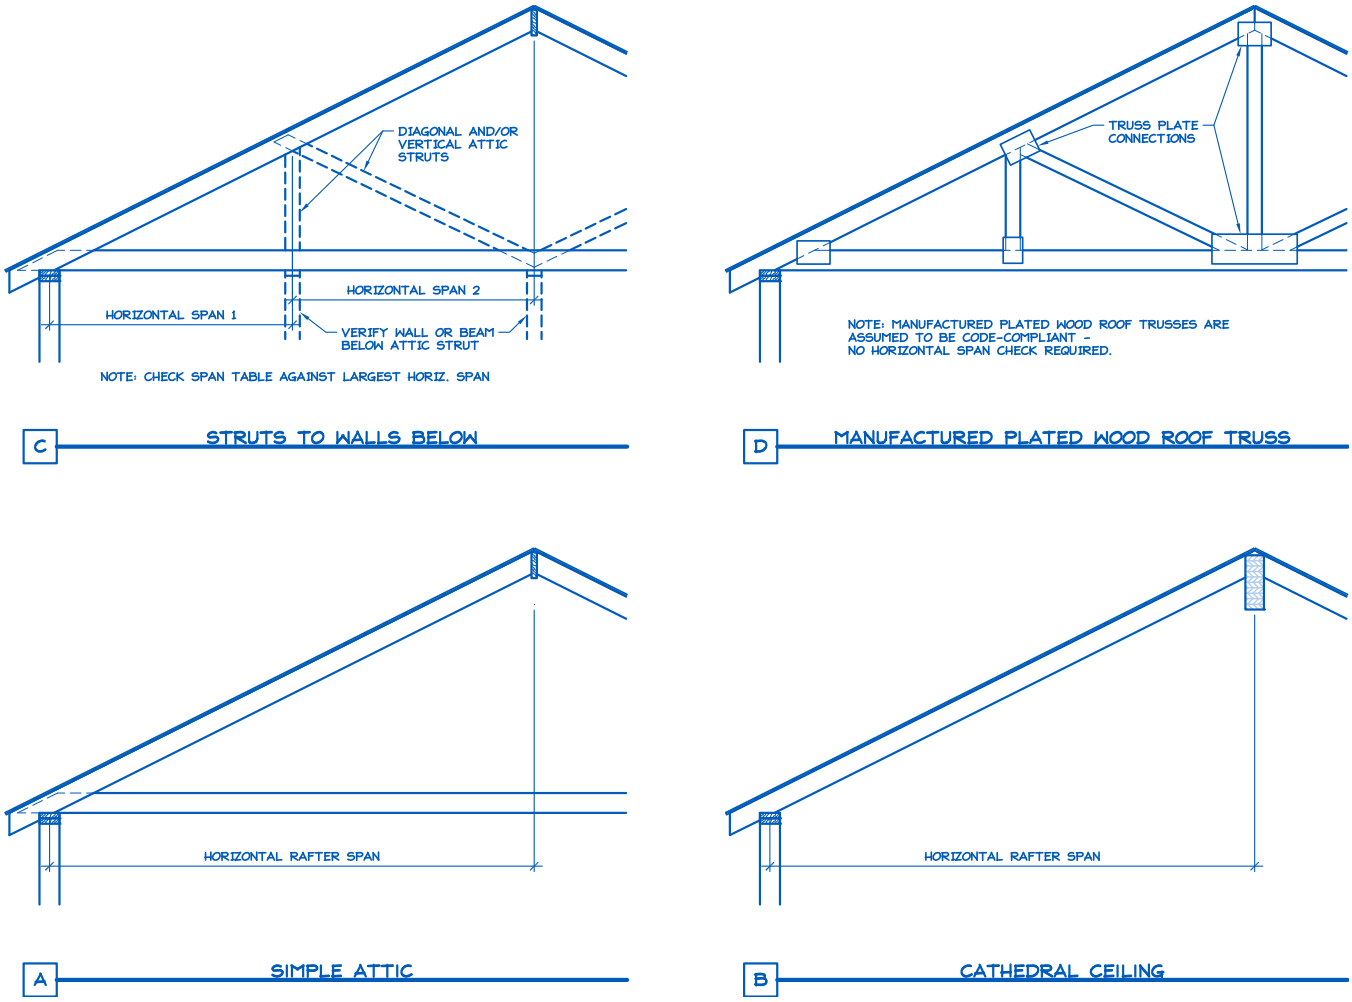

Figure 4. Definition of Rafter Horizontal Span.
5) Longest measured rafter horizontal span (see Figure 4): (if Truss ☐ N/A) ____'-____" (ft-in)
1. See Figure 4 for definition of roof rafter maximum horizontal span.